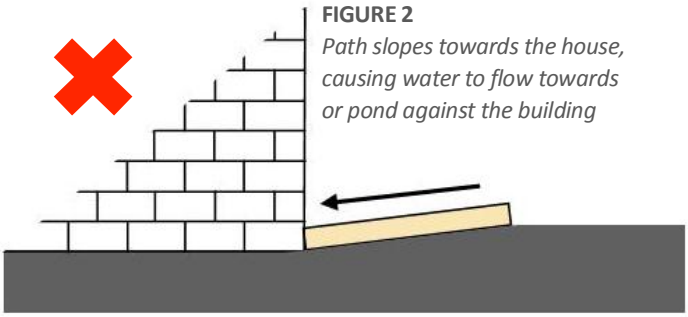

**FIGURE 2**
- Lay paving around the building without sufficient slope away from the building (Figure 2). In large paved areas a drain and stormwater collection pit may be necessary.